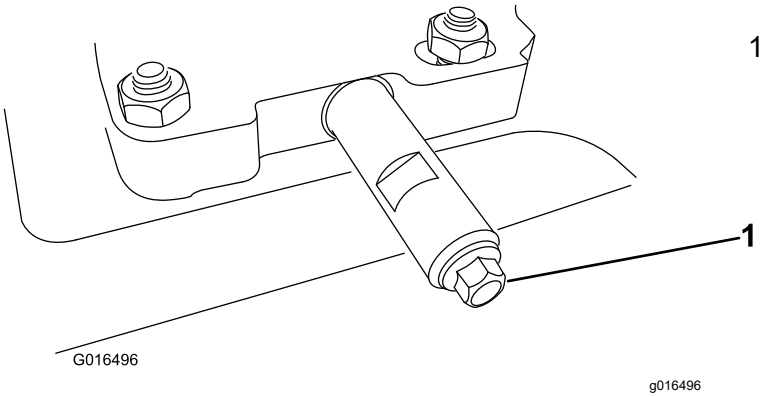

Rysunek 30
2. Wyczyść obszar wokół nakrętki spustowej oleju (Rysunek 30).